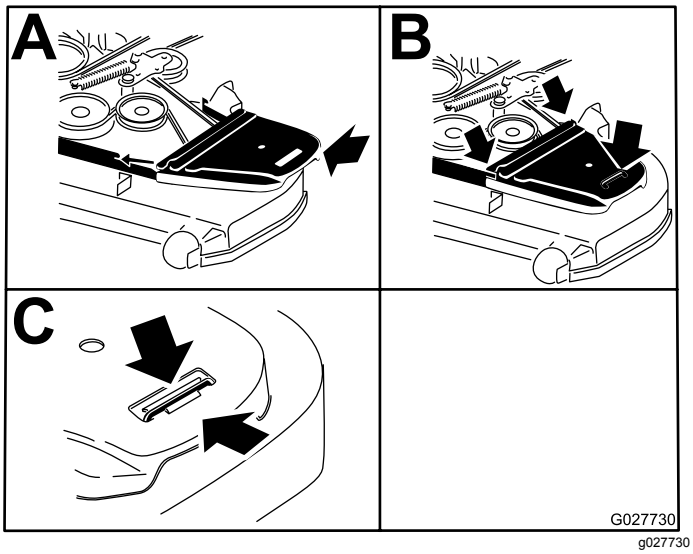

Figur 85
14. Monter remskærmene (Figur 85).